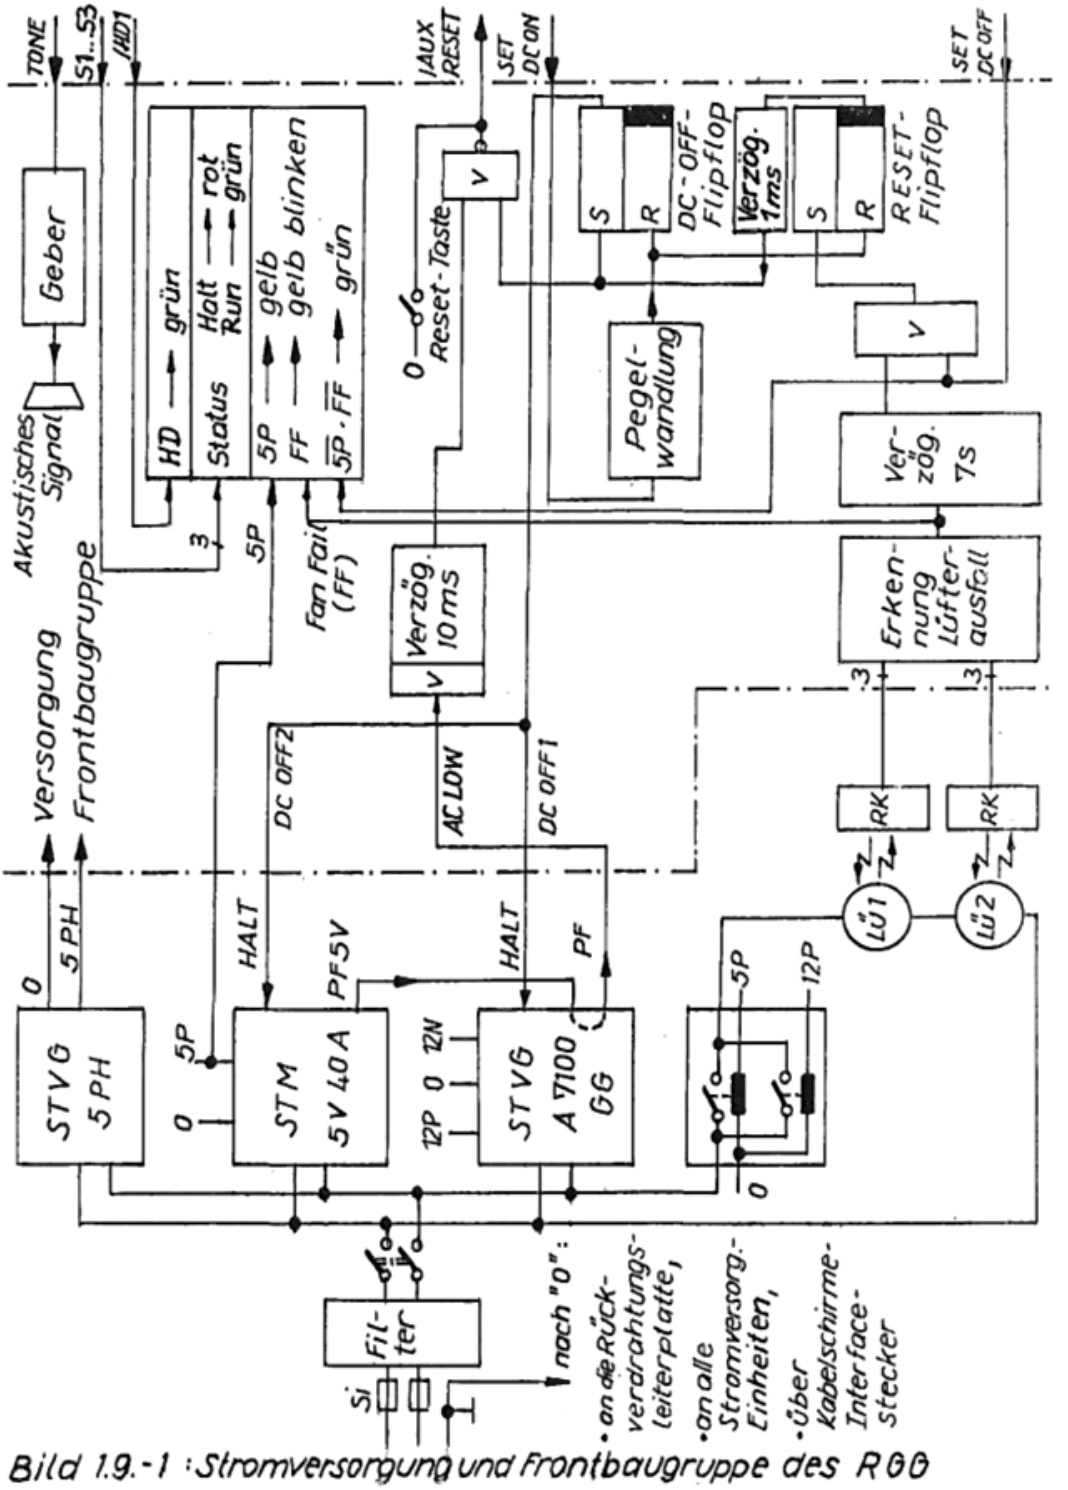

Bild 1.9.-1 : Stromversorgung und Frontbaugruppe des R88
1.9.2. Stromversorgung und Frontbaugruppe des RGG (s.Bild 1.9.-1)
Zur Arbeitsweise der Frontbaugruppe siehe 1.9.2. (Bild 1.9.-1).